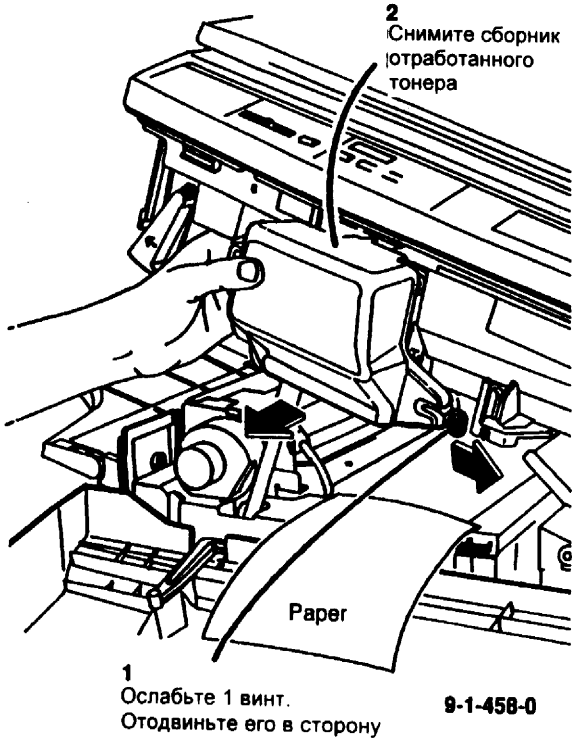

Рис. 1 Снятие сборника отработанного тонера
5. (Рис. 1) Подложите лист бумаги под сборник отработанного тонера.
6. (Рис. 1) Снимите сборник отработанного тонера.